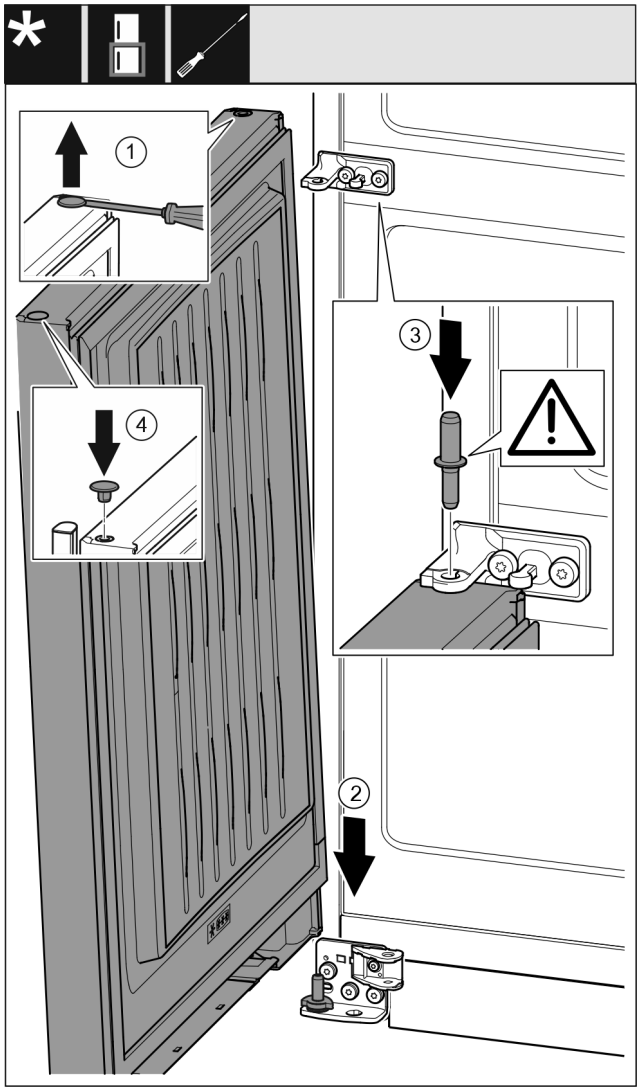

Fig. 57
- ▶ Use a slotted screwdriver to lift the plug *Fig. 57 (1)* carefully and pull it out.
- ▶ Lower the door *Fig. 57 (2)* onto the bottom bearing bolt.
- ▶ Insert the centre bearing bolt *Fig. 57 (3)* through the centre bearing block in the lower door. Ensure that the latching cam is pointing towards the rear.
- ▶ Re-insert the plug *Fig. 57 (4)* on the other door side.